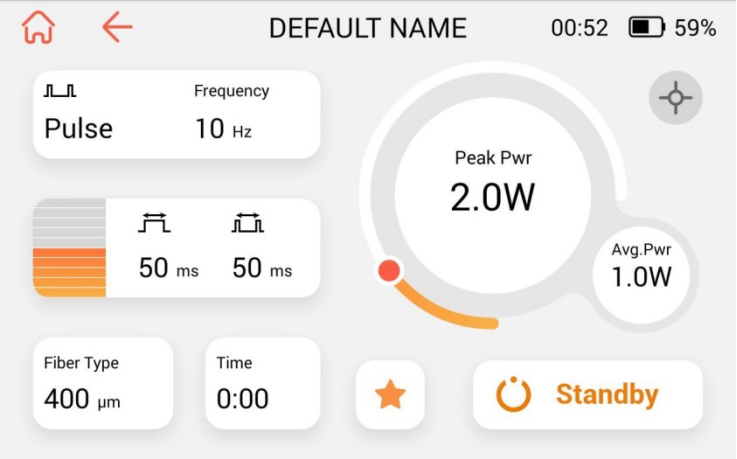

Рис.3. Интерфейс выбора индивидуальных протоколов
протокола, после чего сможете установить новый протокол. (Рис. 3)
5) В интерфейсе лечения (Рис. 3) пользователи могут изменять мощность для лечения, частоту импульсов, выбор длины волны и другие параметры для каждого этапа лечения в соответствии с фактическими потребностями. (Рис. 5)